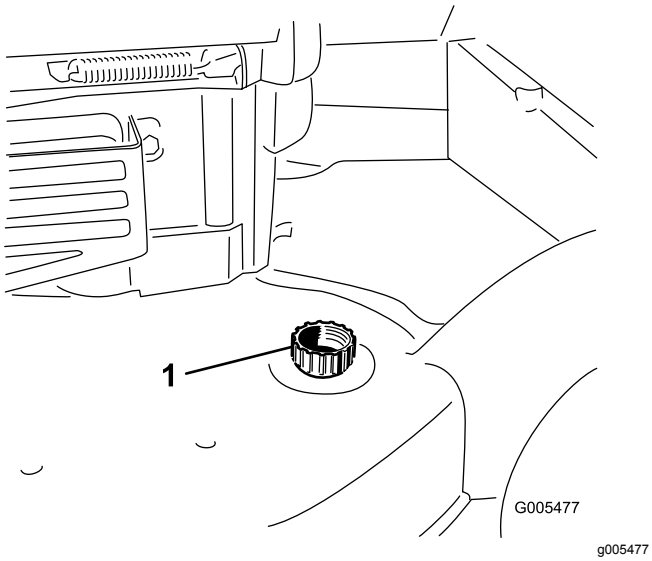

Figur 45
3. Fest en hageslange som er koblet til en vannkran, til vanninntaksporten (Figur 45).